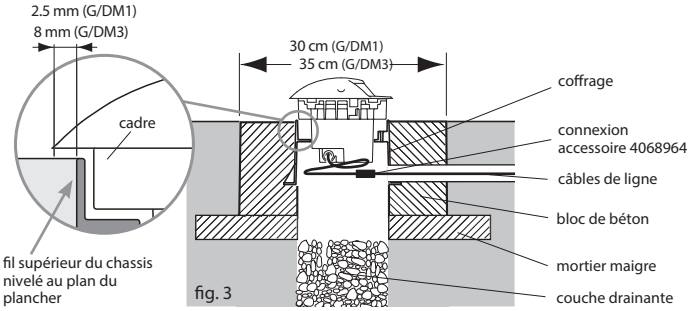

fig. 3
5) se référer à la figure 3 . Étaler une couche de mortier maigre sur lequel appuyer le bloc de fondation en laissant au centre un trou d'au moins 6cm (G/D1), 12cm (G/D2) ou 20cm (G/D3) de diamètre pour le drainage . Prévoir le passage des câbles électriques.
Le bord supérieur du puits extérieur de l'appareil devra être parfaitement nivelé au plan du sol selon le detail de fig.3 .